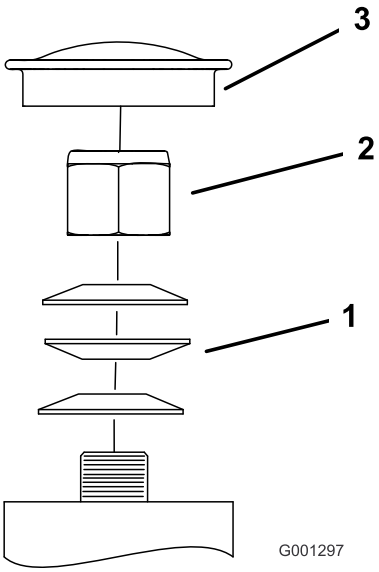

Figuur 66
3. Verwijder de stofkap van het zwenkwiel en draai de borgmoer aan (Figuur 66).
4. Draai de borgmoer aan totdat de veerringen vlak liggen, en draai deze vervolgens een 1/4 slag terug om de voorspanning op de lagers correct af te stellen (Figuur 66).
Belangrijk: Zorg ervoor dat de veerringen goed zijn geplaatst, zoals getoond in Figuur 66.
5. Plaats de stofkap (Figuur 66).